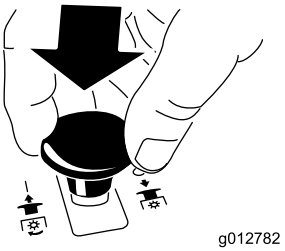

Figur 11
- Flytta knivreglagebrytaren (kraftuttaget) nedåt till det avstängda läget (Figur 11).